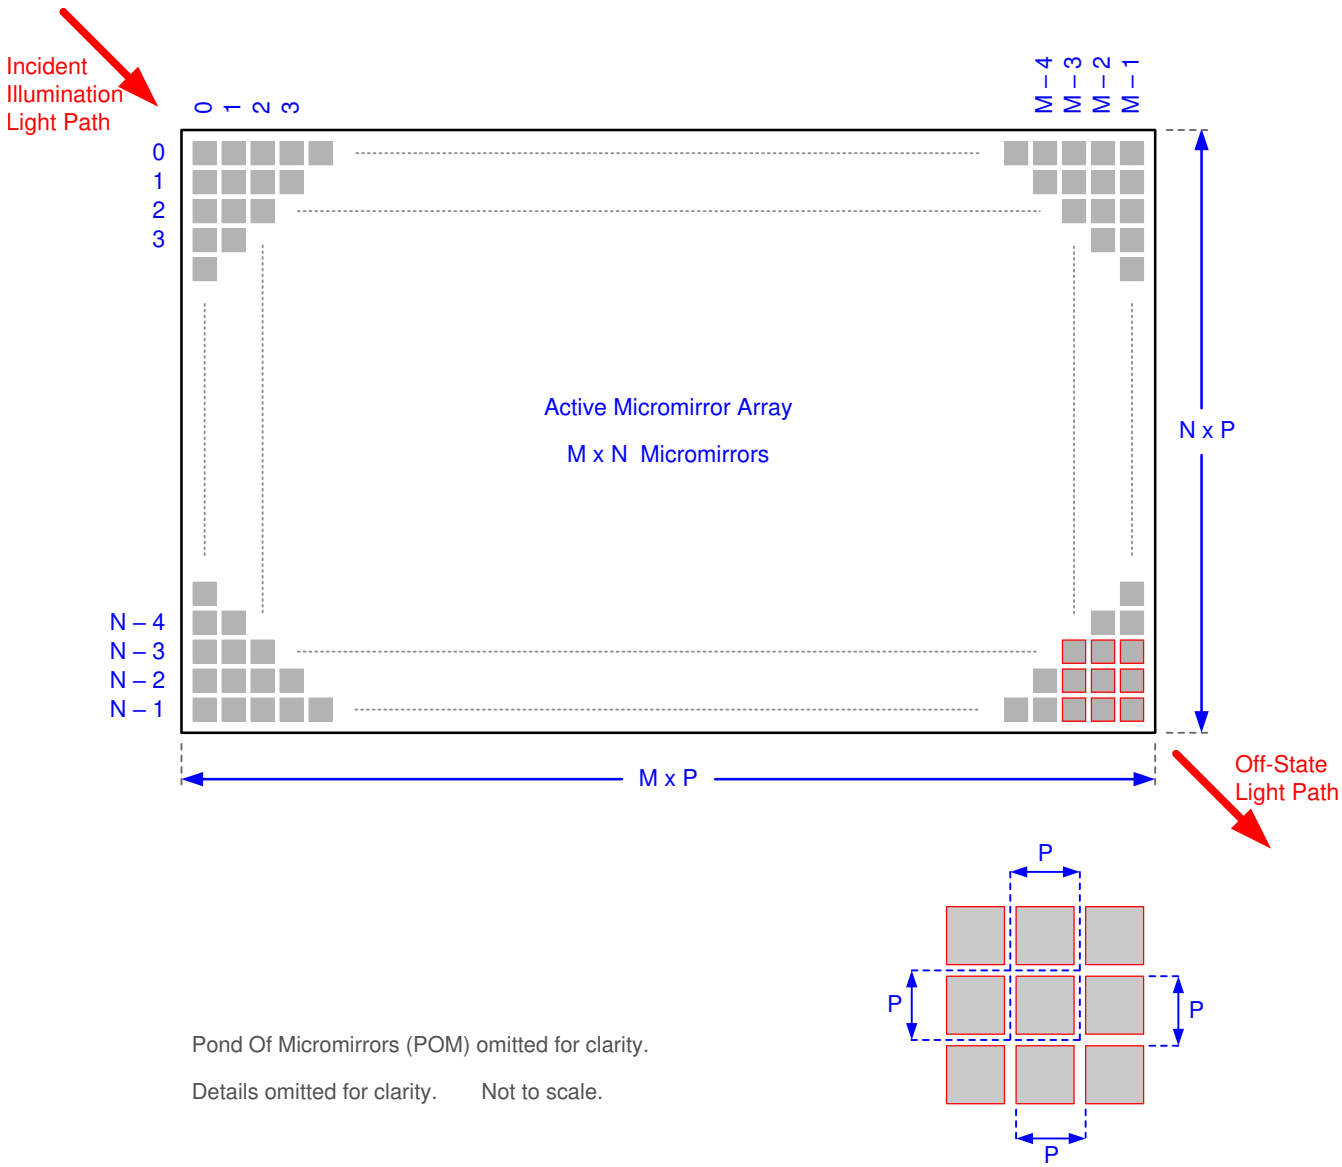

图 6-10. Micromirror Array Physical Characteristics
(1) See Figure 6-10.
(2) The structure and qualities of the border around the active array includes a band of partially functional micromirrors called the POM. These micromirrors are structurally and/or electrically prevented from tilting toward the bright or ON state, but still require an electrical bias to tilt toward OFF.